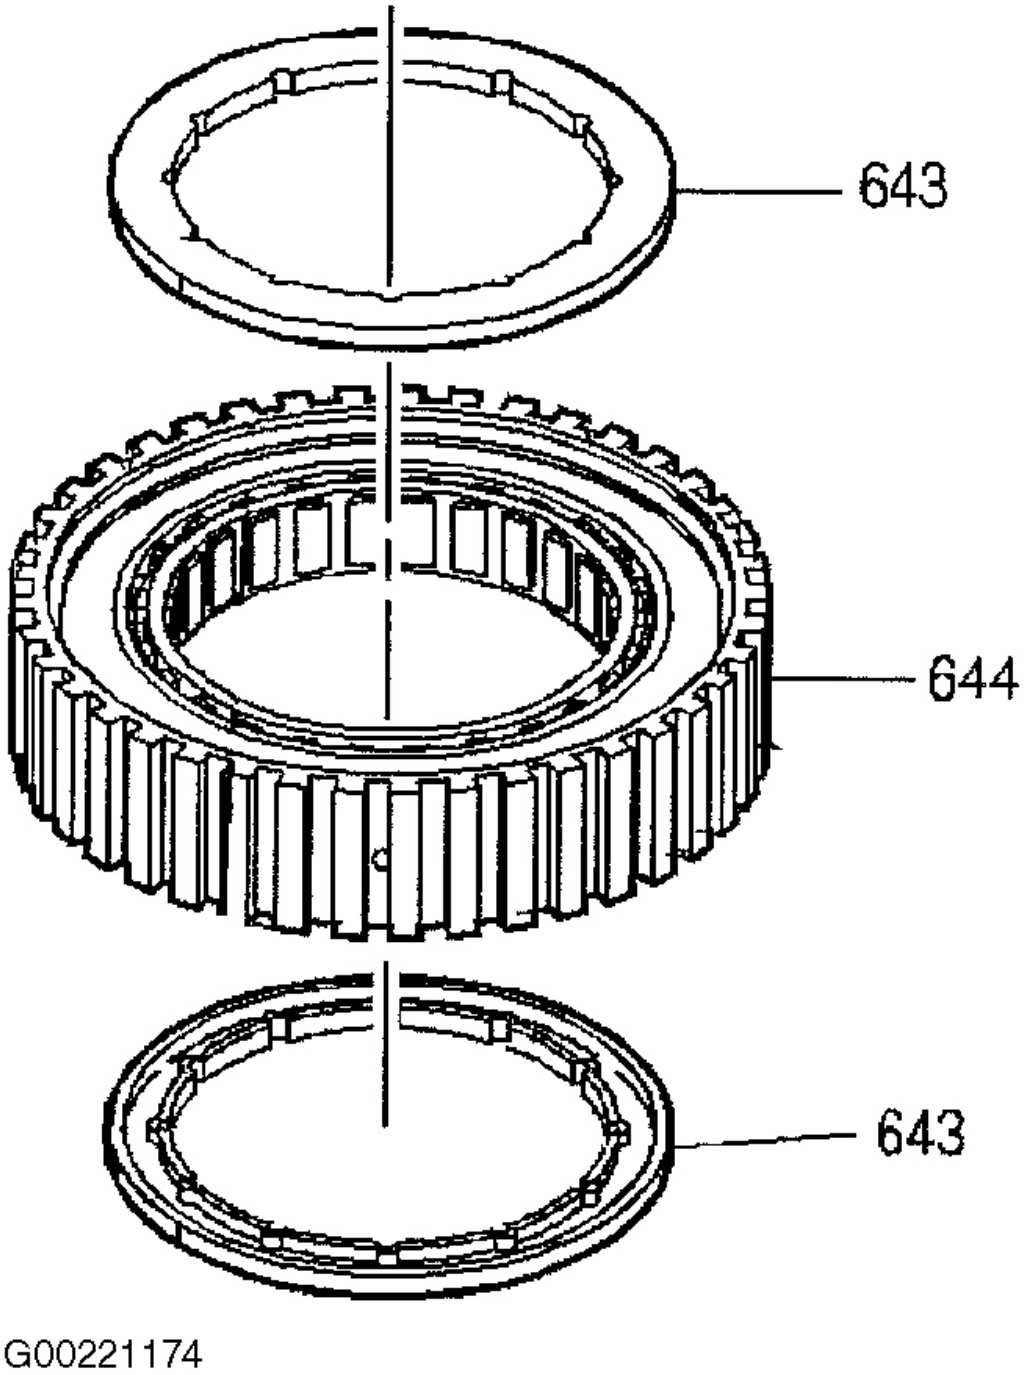

Fig. 54: Installing Sprag Assembly Retainer Ring
2. Install the sprag assembly retainer rings (643) into the forward clutch sprag assembly (644). See **Fig. 54** .